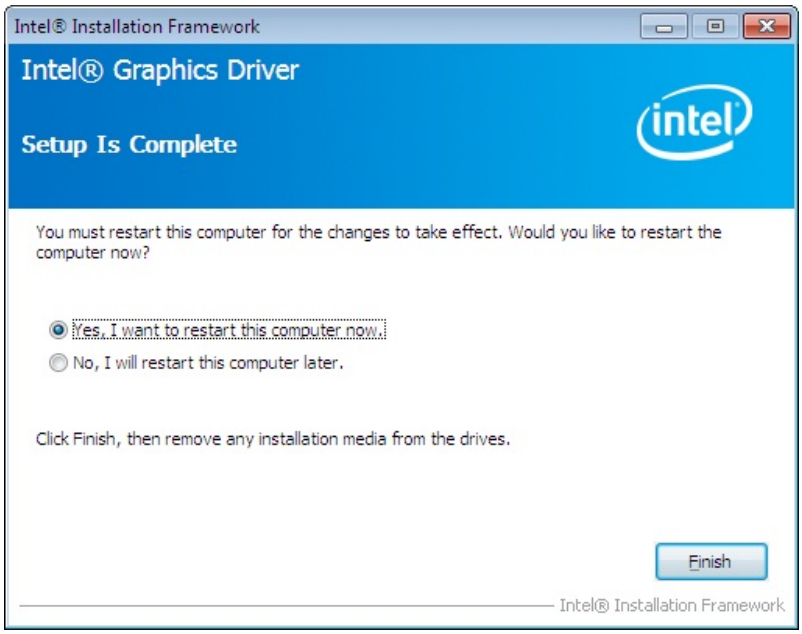

Figure 6-13: VGA Driver Installation Finish Screen
Step 14: Select "**Yes, I want to restart the computer now**" and click the **Finish** icon. See **Figure 6-13**.